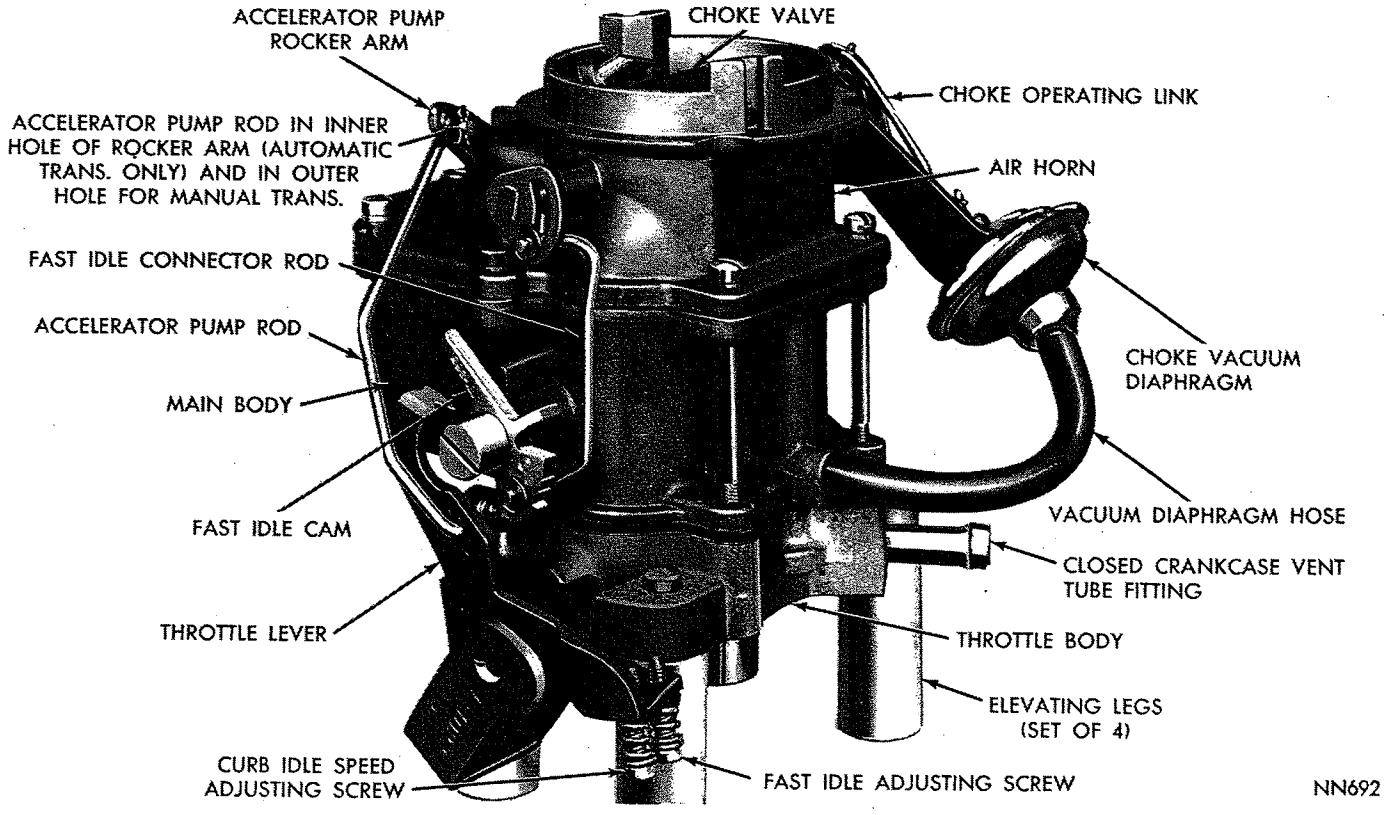
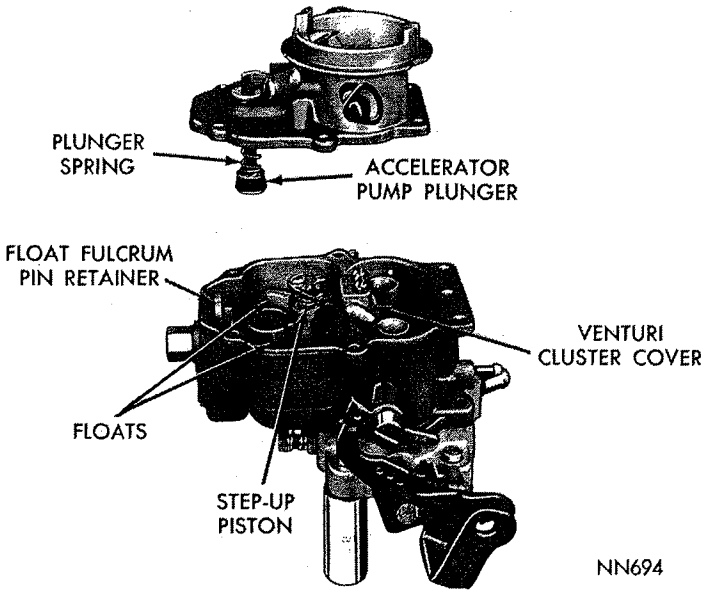

***Fig. 1—Standard Carburetor Assembly (BBD-4113S, BBD-4114S and CAP BBD-4116S)***
*Fig. 3—Removing or Installing the Air Horn*
To disassemble carburetor for cleaning or overhaul, refer to (Figs. 1 or 2.), and proceed as follows:
(1) Place carburetor assembly on repair block Tool C-3225.
(2) Remove hairpin clips and disengage accelerator pump operating rod. (On the 273 cubic inch engine, accelerator pump rod is located in the outer hole of the accelerator pump rocker arm, with manual transmission and in the inner hole with automatic transmission.)
(3) Remove clips and disengage the fast idle connector rod from fast idle cam and choke lever.
(4) Remove vacuum hose between carburetor main body and choke vacuum diaphragm.
(5) Remove clip from choke operating link and disengage link from the diaphragm plunger (stem) and choke lever. Refer to (Fig. 1).
(6) Remove choke vacuum diaphragm and bracket assembly and place to one side to be cleaned as a special item. **A liquid cleaner may damage the diaphragm material.**
(7) Remove air horn retaining screws and lift air horn straight up and away from main body, as shown in (Fig. 3). Discard gasket. Remove dash pot and bracket (if so equipped).
(8) Disengage accelerator pump plunger from rocker arm by pushing up on bottom of plunger and sliding plunger shaft off hook. Slide plunger out of air horn and remove bowl vent valve, spring seat and spring.